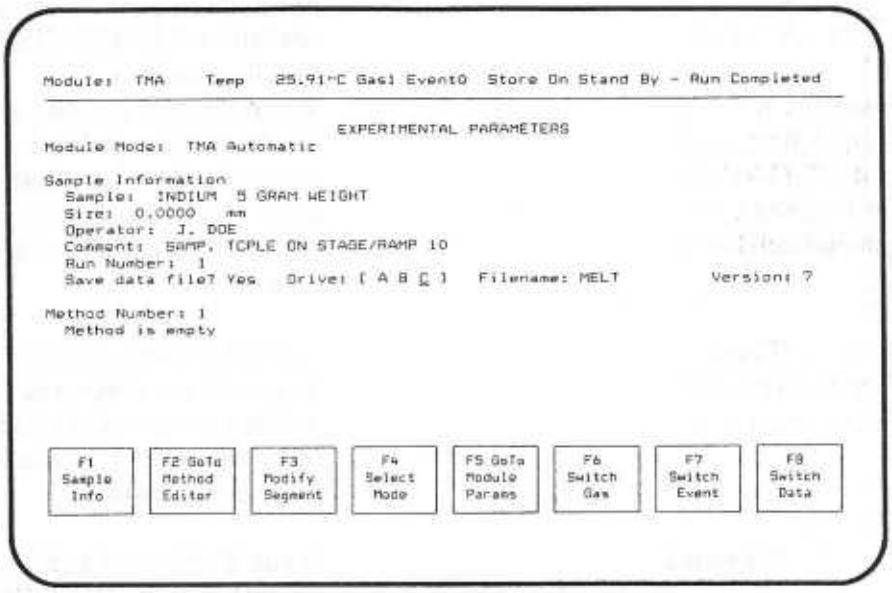

Bild 34
2. Machen Sie in jedem Eingabefeld die geforderte Eingabe, und drücken Sie jeweils ENTER, um zum nächsten Eingabefeld zu springen. Folgende Tabelle erklärt die einzelnen Eingabefelder (s. Abb. 34).